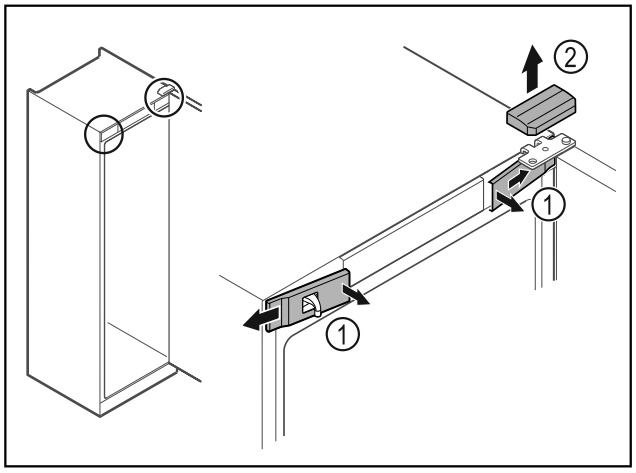

Fig. 11
- ▶ Передние крышки *Fig. 11 (1)* освободите от фиксации с внутренней стороны и отведите в сторону.
- ▶ Движением вверх снимите верхнюю крышку *Fig. 11 (2)*.